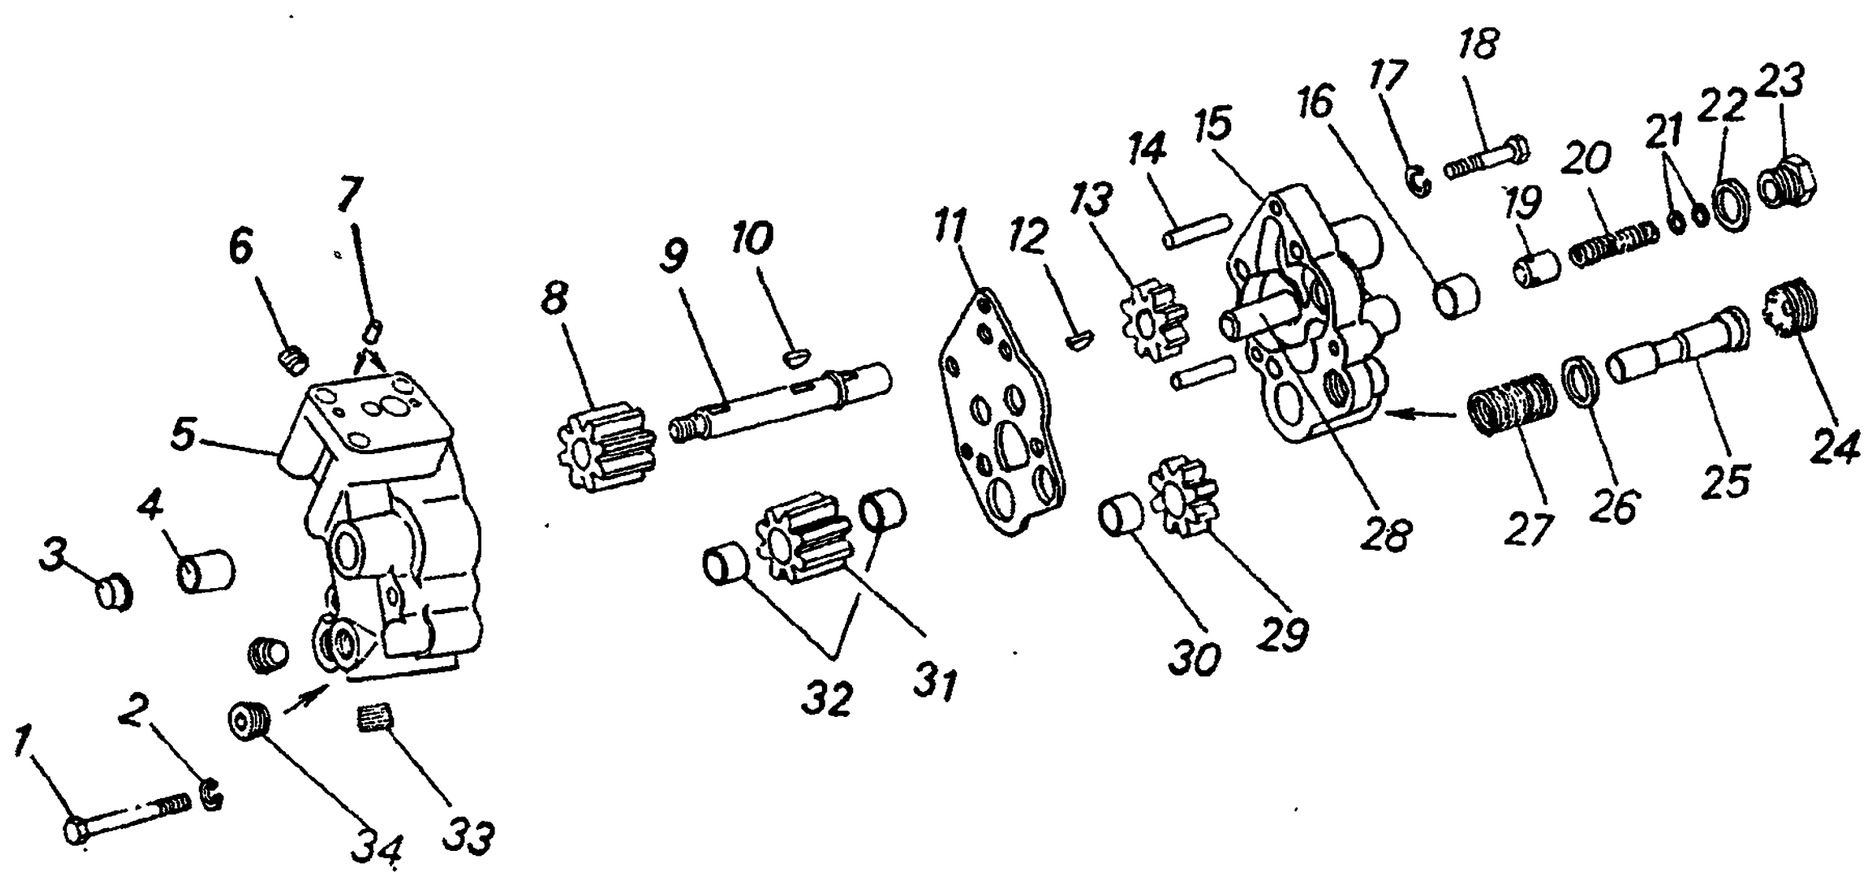

Рис. 108. Насос масляный:
2. Снимите сегментную шпонку *10* (рис. 108)	Зубило, молоток
9. Запрессуйте ось *28* (см. рис. 108) в корпус *15* радиаторной секции, обеспечив выступание оси над плоскостью разъема (47±0,2) мм. Установите на ось ведомое зубчатое колесо *29*	Тиски, гидравлический пресс, молоток, оправка